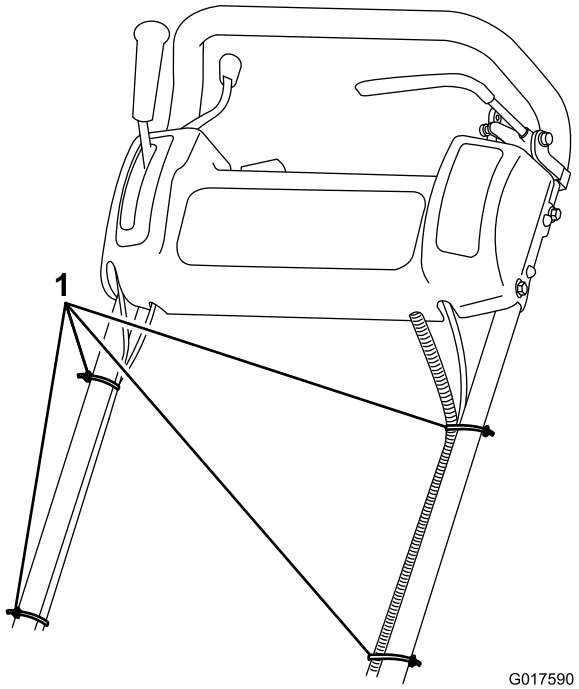

Rysunek 4
7. Przymocuj kable i wiązkę przewodów do uchwytu za pomocą opasek kablowych (Rysunek 4).